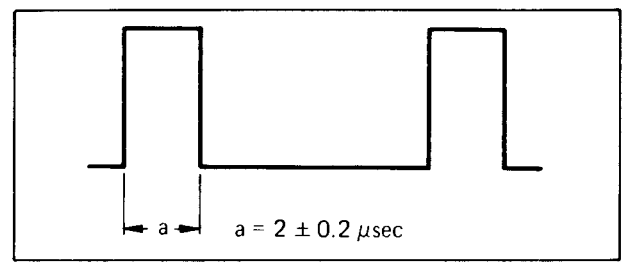

Fig. 5-25 AFC Detector reference signal
3. Adjust R301 (PULSE WIDTH) so that the puls width of TP-218 is as shown in Fig. 5-25.